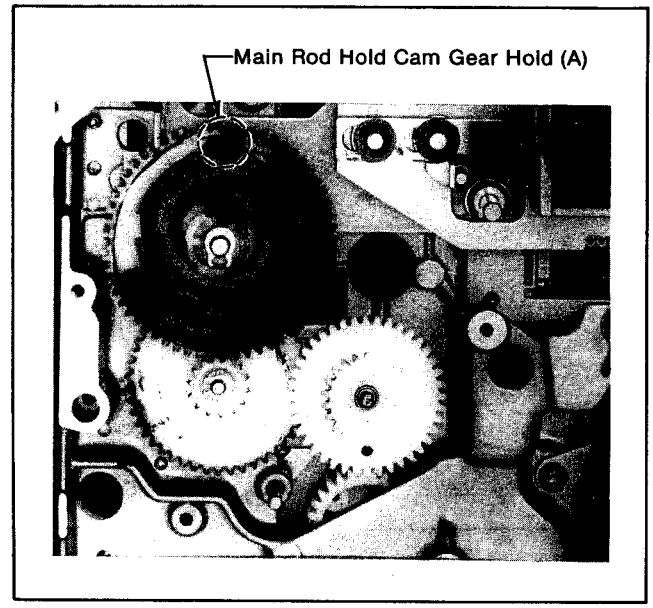

Figure M42
4. Insert the cam gear so that the hole (A) on the gear meets the hole in the main rod. To make alignment easier, use a small hex wrench (VFK0326) or metal pin. Check to see that the two V-shaped marks are still aligned. (Figure M42)